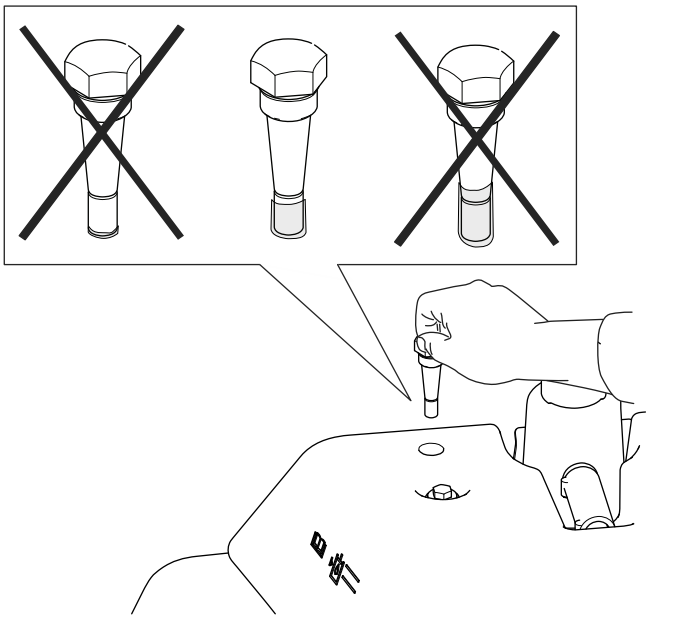

Figur 56
4. Fjern målepinden, og kontroller væskestanden. Hvis standen er mellem mærkerne på målepinden, er niveauet tilstrækkeligt. Hvis væskestanden ikke er mellem mærkerne, skal væskestanden tilpasses derefter (Figur 56).